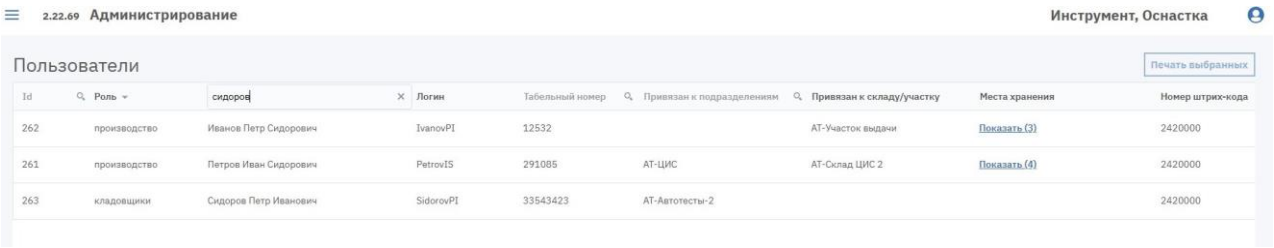

Рисунок 20. Подраздел «Пользователи» (отбор по роли «кладовщики»)
Перечень пользователей содержит колонки «Id», «Роль», «Фамилия Имя Отчество», «Логин», «Табельный номер», «Привязан к подразделениям», «Привязан к складу/участку», «Места хранения» (ссылка «Показать (N)»), «Номер штрих-кода» и «Должность» (см. Рисунок 20). Для отбора по роли выберите значение в заголовке колонки «Роль»; для поиска используйте поля в заголовках колонок «Id», «Фамилия Имя Отчество», «Табельный номер» и «Привязан к подразделениям».